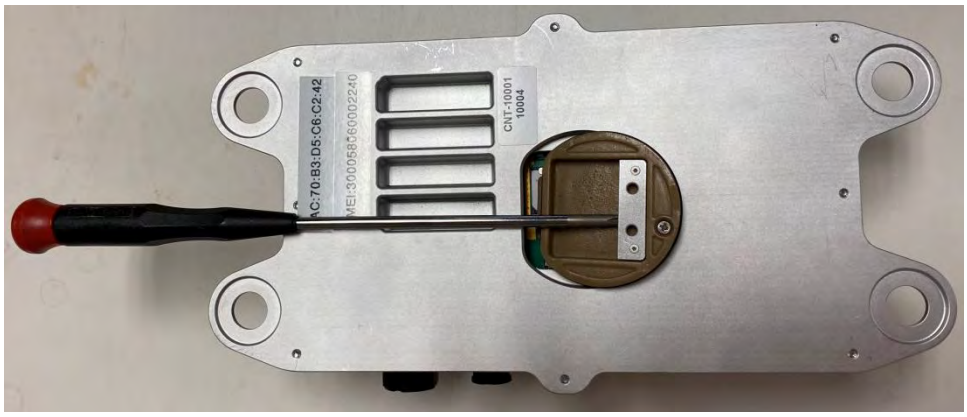

Figure 27: Lifting the Access Door
2. Insert a screwdriver under the silver metal plate on the access door and lift upward. The edge of the access door opposite the screw is loosely attached, so the door will pivot upward (Figure 27.)